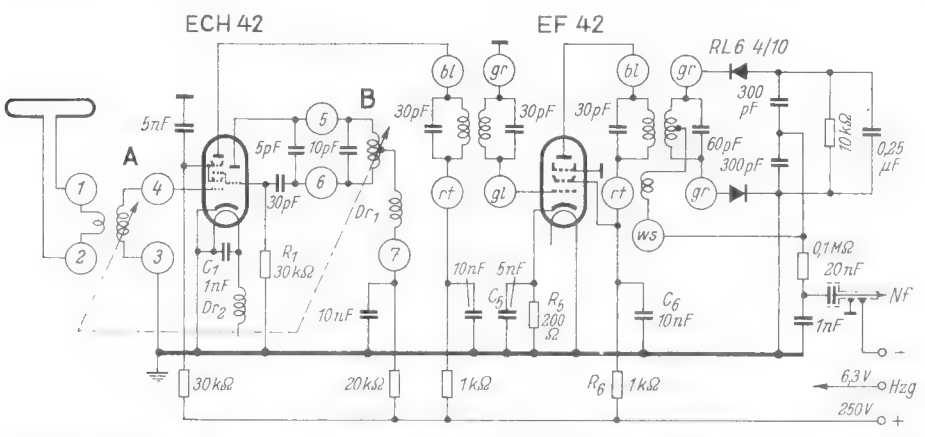

Bild 4. Schaltbild des 6-Kreis-2-Röhren-UKW-Supers mit Germaniumdioden im Detektorkreis (ohne Nf-Verstärker und Netzteil)
Wie die Schaltung **Bild 4** zeigt, handelt es sich um einen 6-Kreis-2-(3)-Röhren-Überlagerungsempfänger mit Erweiterungsmöglichkeit auf 8 Kreise und 3 (4) Röhren und Ratiodetektorschaltung mit Germaniumdioden. Von einer Reflexschaltung wurde abgesehen, da diese meist zu Komplikationen führt und den Aufbau sowie den Abgleich wesentlich erschwert.